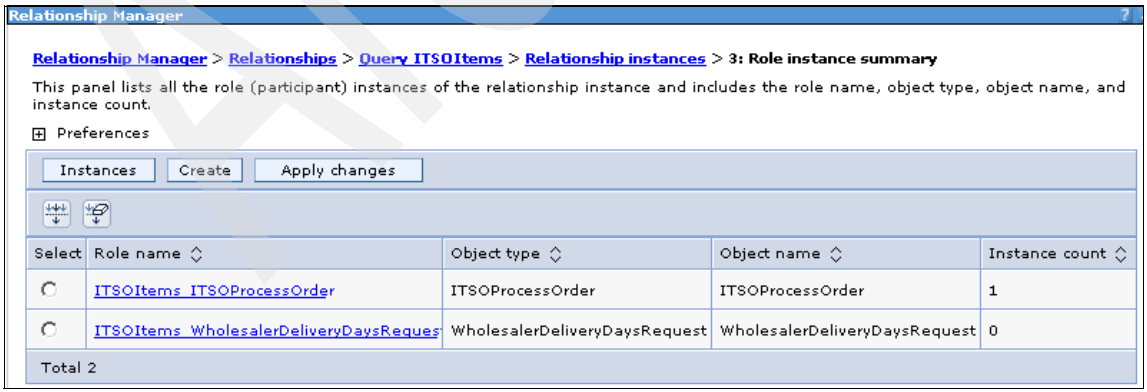

Figure C-16 Role instance summary with one role added
15. Again we see the Role instance summary panel (Figure C-16), which now shows an instance count of 1 for the ITSOItems_ITSOProcessOrder role. Add an instance for the ITSOItems_WholesalerDeliveryDaysRequest role. Select **ITSOItems_WholesalerDeliveryDaysRequest** and click **Create**.